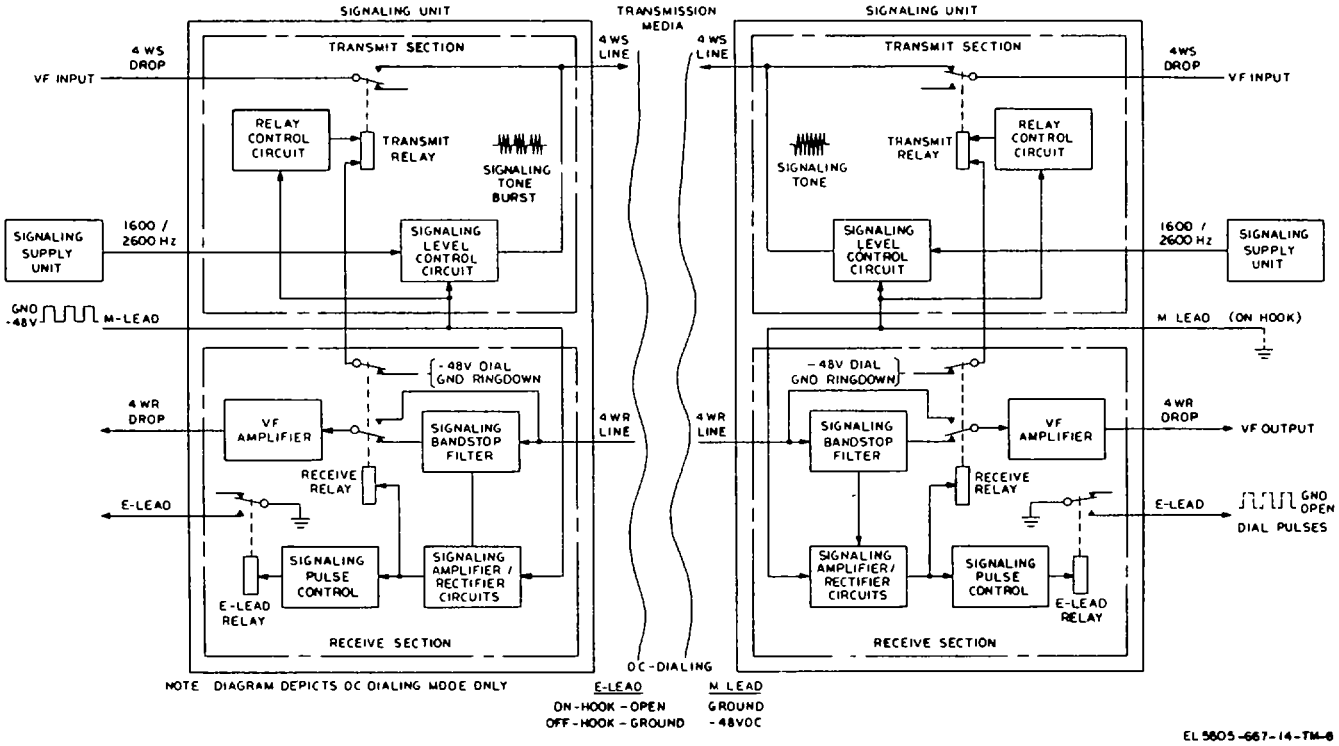

Figure 4-1. SF-Signaling equipment, simplified functional block diagram.
a. General Two signaling units (and associated signaling supply units) are required to service each four-wire vf circuit, one at each transmit-receive terminal. Both units function identically, depending upon the state (on-hook, off-hook, etc) of the sending and/or receiving devices. The following discussion and related illustration (fig. 4-1) describe E&M operation in two signaling units servicing a four-wire vf circuit during on-hook, off-hook, and dialing (or ringdown) conditions.
(1) With both parties on-hook (idle), the M-lead of the associated signaling unit is grounded. This input enables a signaling circuit in the transmit section of the signaling unit to couple a continuous 2600 Hz idle-tone (from a signaling supply unit) to the send-line, at a level of -20 dbm0.